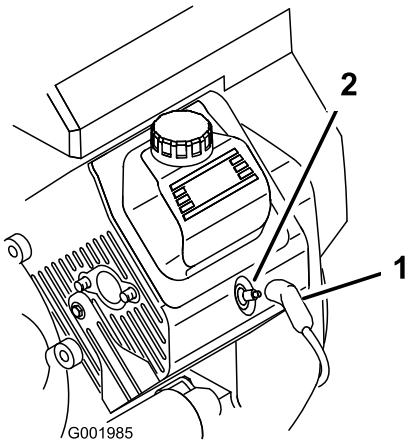

Figur 29
3. Trekk ledningen av tennpluggene (Figur 29).
3. Skyv ledningen på tennpluggene (Figur 29).